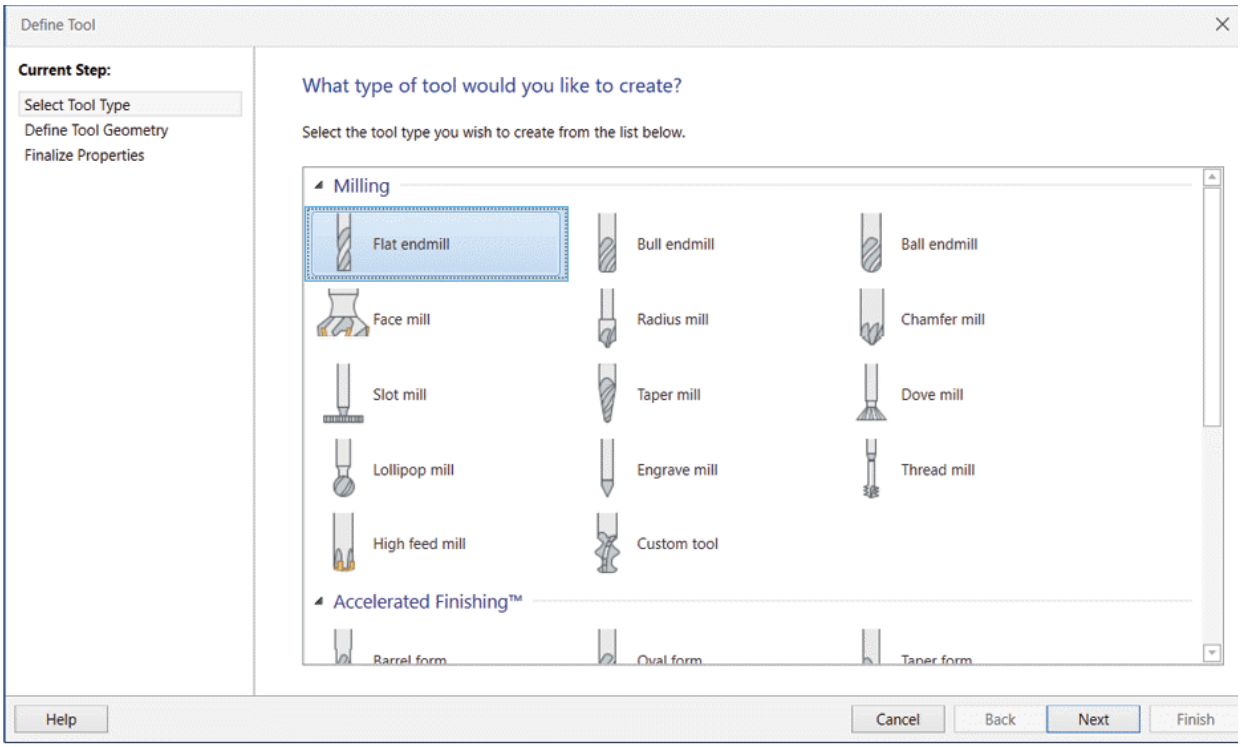

Figure-31. Define Tool dialog box
- Click on the **Create new tool** option from the shortcut menu. The **Define Tool** dialog box will be displayed; refer to Figure-31.